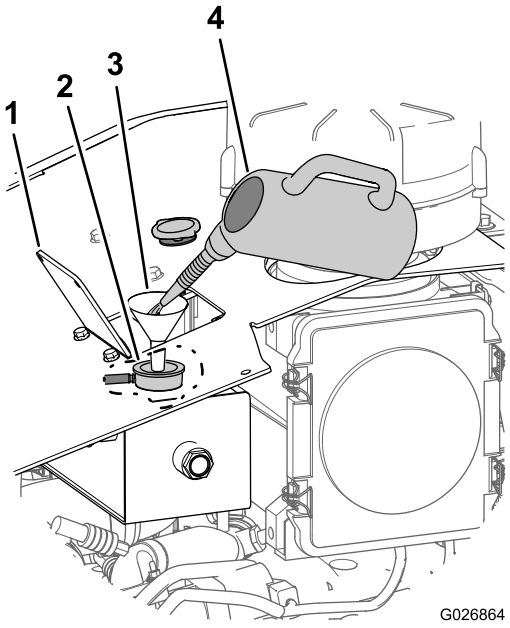

Рисунок 101
B. Залейте чистящий раствор для системы охлаждения в систему охлаждения через заливную горловину бака регенерации (Рисунок 101).